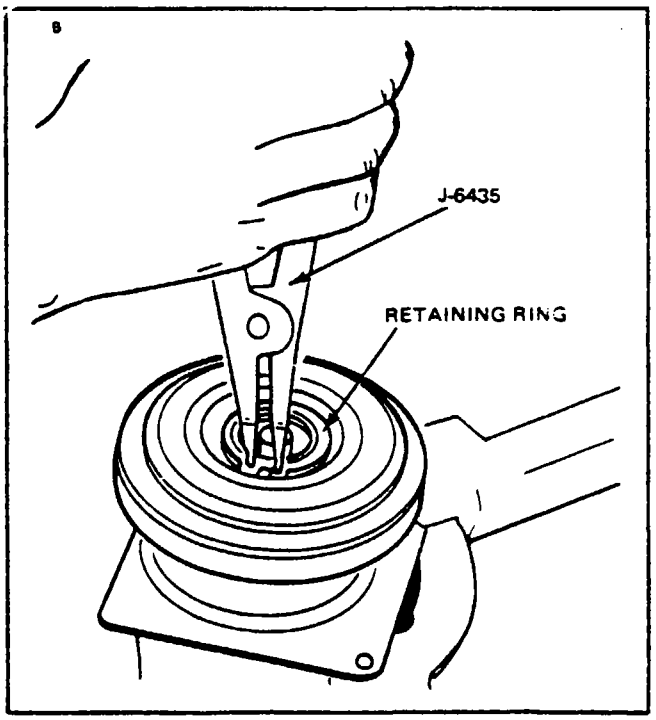

Figure 13-39. Removing Pulley Retaining Ring
c. Remove the pulley retaining ring from inside driven plate using tool J-6435 (Refer to Figure 13-39.)